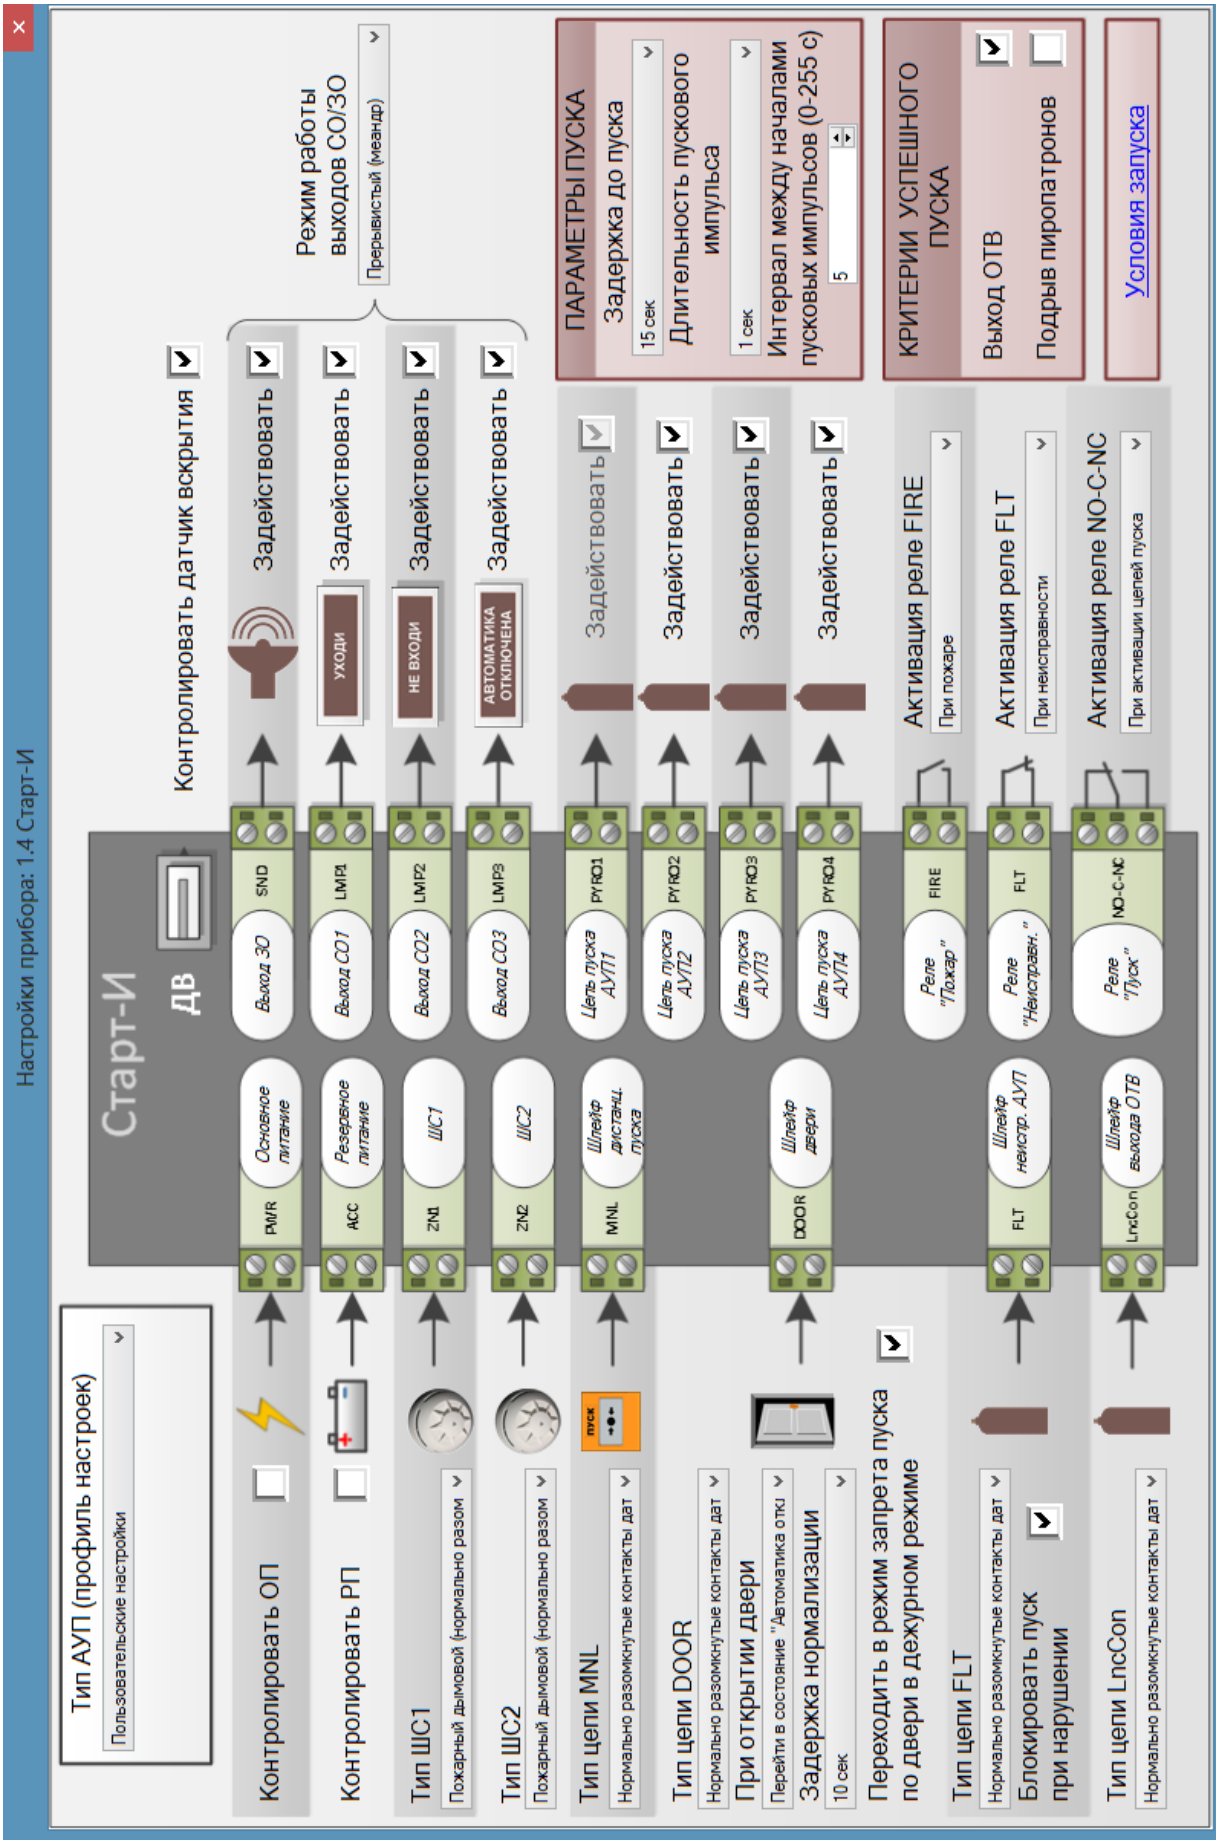

Рис. 30
2.1.1. Для вызова мастера настроек необходимо дважды щелкнуть по значку Старт-И в дереве устройств (вкладка "Устройства"). Открывшееся окно "Настройки прибора" (рис. 30) содержит настройки шлейфов, выходов, параметров пуска, режимов работы реле, а также общие параметры Старт-И.